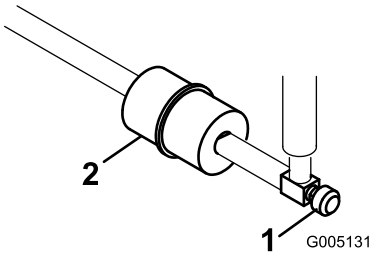

Figur 32
Det inbyggda bränslefiltret sitter i bränsleslangen mellan bränsletanken och förgasaren (Figur 32).
1. Stäng bränslekranen (Figur 32).
2. Placera ett avtappningskärl under filtret, lossa slangklämman på filtrets förgasarsida och ta bort bränsleledningen från filtret (Figur 32).
3. Lossa den andra slangklämman och ta bort filtret (Figur 32).